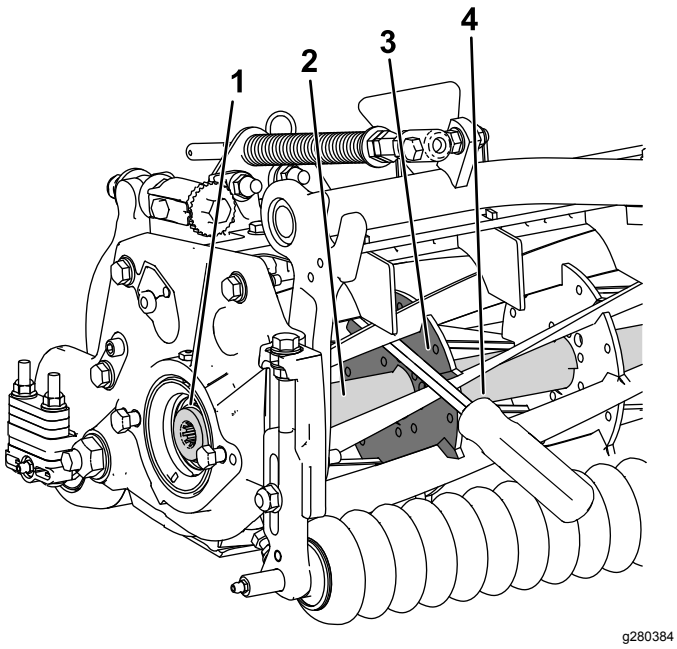

Рисунок 31
1. Вставьте монтировку с длинной ручкой (рекомендуется использовать монтировку размером ⅜ x 12 дюймов с рукояткой, как у отвертки) через переднюю часть барабанного режущего блока и максимально близко к боковой части режущего блока, к которому вы прилагаете крутящий момент (Рисунок 31).
2. Установите монтировку так, чтобы она была прижата к сварной стороне внутреннего усиливающего компонента барабанного режущего блока (Рисунок 31).